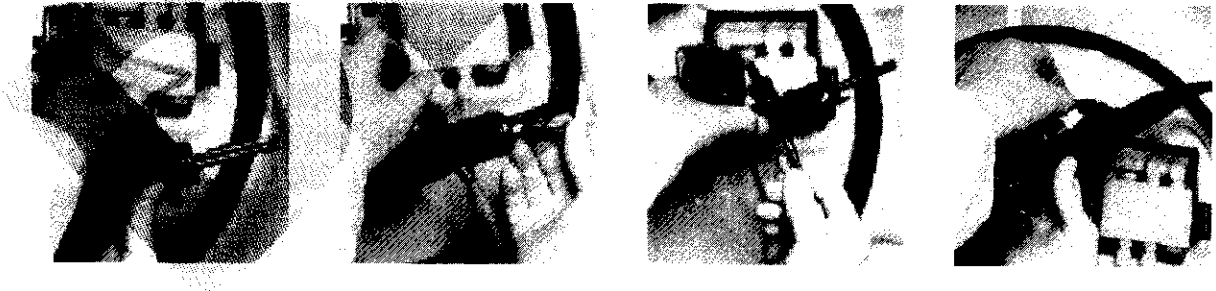

Figure 30 Connecting the Channels
1. Connect the endoscope channels as described in the endoscope hookup guide. The names of the connections of the different channels may be found in the endoscope user manual. See *Figure 30* for details on how to hookup the endoscope to the connectors.